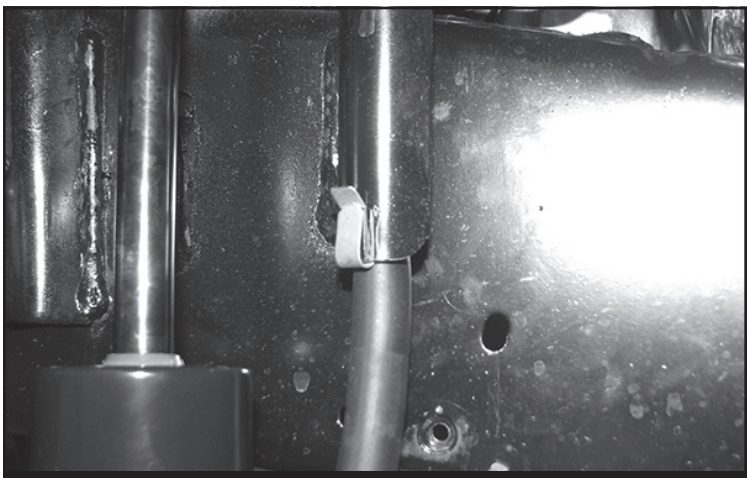
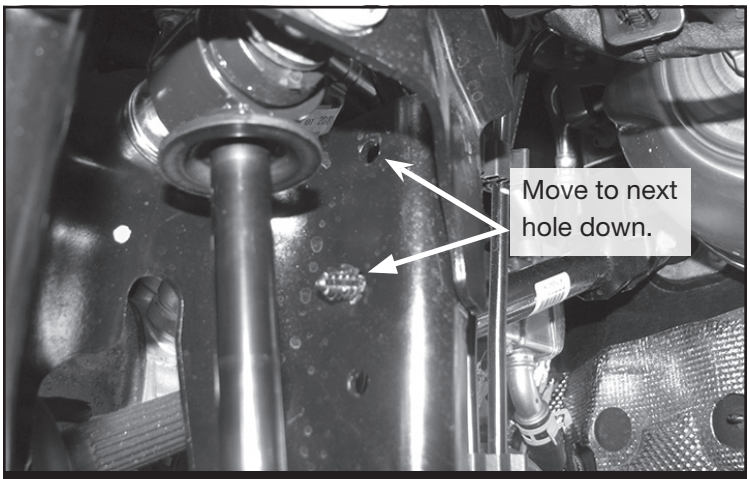

FIGURE 23 - STEP 22
FIGURE 24 - STEP 22
22. Reinstall the diff breather hose by moving the metal clip up the hose 2” **SEE FIGURE 23** and the christmas tree fastener into the next hole down. **SEE FIGURE 24.**